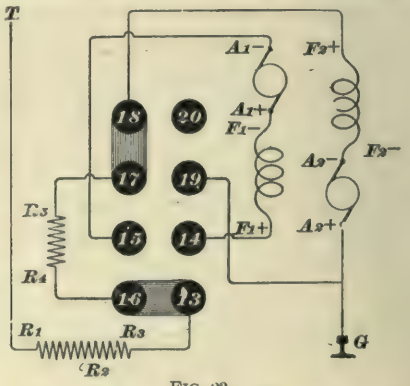

FIG. 23.
**26.** In Fig. 23, the No 1 motor is shown cut out; its plug has been given a one-quarter turn, breaking all connection between posts *13*